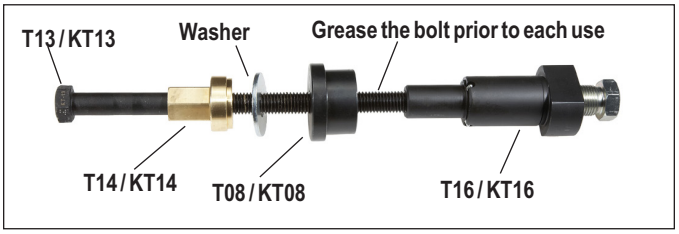

Figure 76 – Long Guide Pin Bushing Installation and Dimpling Tool
5.6.19 Place the washer and thread the brass nut (T14) on to the bolt (T13) followed by the flange (T08). *See Figure 76.*